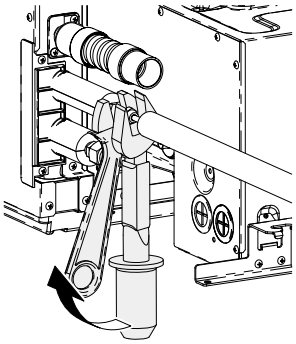

図 12
- 室内ユニットのフレアナットをはずしてください。（図 12）